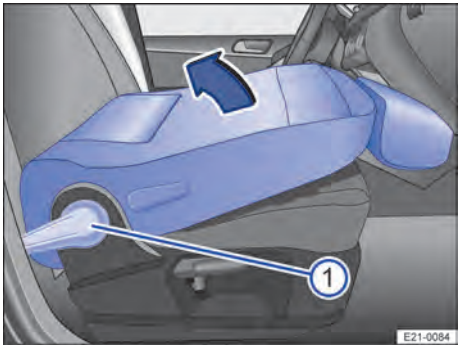

Fig. 69 Asiento del acompañante: levantar el respaldo del asiento.
2. Para levantar el respaldo, presione la palanca → Fig. 69 ① hacia abajo para desbloquearlo de nuevo.
3. Levante el respaldo en el sentido de la flecha → Fig. 69 hasta que quede en posición vertical.